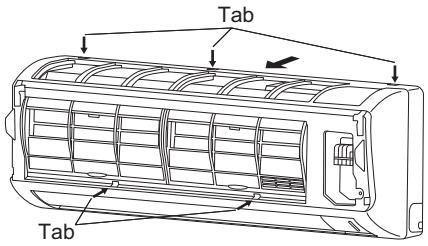

Fig. 2-210
(3) Press the 3 tabs at the top of the grille and the 3 tabs on the front face to separate the grille from the frame. (Fig. 2-210)
(4) Pull the grille toward you to remove it.